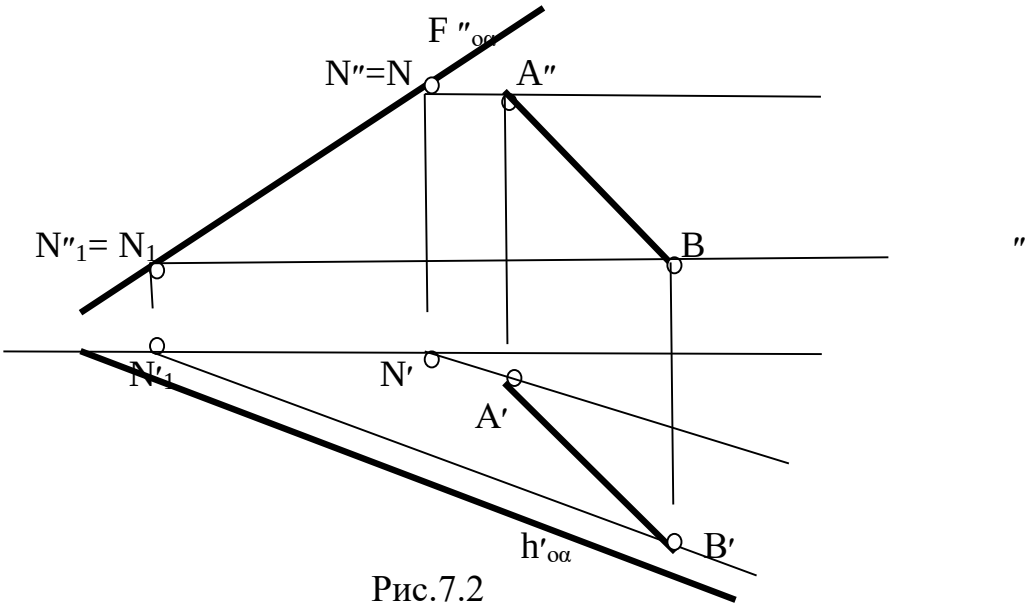

Рис.7.2
3.Соединив горизонтальные проекции полученных точек, получим горизонтальную проекцию заданного отрезка АВ(Рис.7.2).